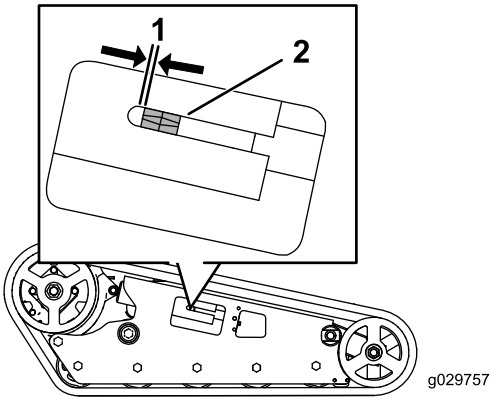

Figuur 54
De spanmoer moet zich op 0,64 cm van de achterzijde van de sleuf van de spanbuis bevinden (Figuur 54). Als dit niet het geval is, stel dan de spanning van de rupsbanden af met behulp van de volgende procedure:
4. Gebruik een dopsleutel van 1/2" en draai de spanschroef linksom tot de afstand tussen de spanmoer en de achterzijde van de spanbuis 0,64 cm is, zoals getoond in Figuur 54.
10. Draai de spanschroef linksom tot de afstand tussen de spanmoer en de achterzijde van de vorkbuis (Figuur 54) 0,64 cm is.
10. Draai de spanschroef linksom tot de afstand tussen de spanmoer en de achterzijde van de gleuf van de spanbuis (Figuur 54) 0,65 cm is.